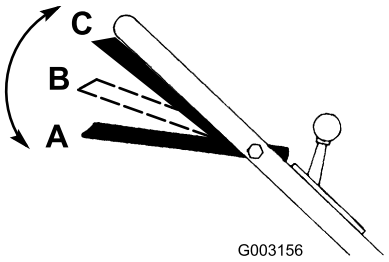

Рисунок 15
1. Установите штангу управления ножом в положение A (Рисунок 15).
2. Переместите штангу управления ножом вправо и поднимите ее в положение B, чтобы включить нож (Рисунок 15).
3. Прижмите штангу управления ножом к рукоятке в положение C, чтобы вести машину (Рисунок 15).